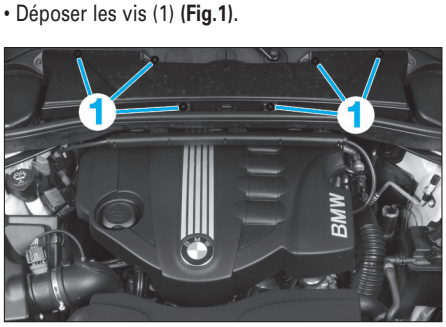

Fig. 1
• Déposer les vis (1) **(Fig.1)**.